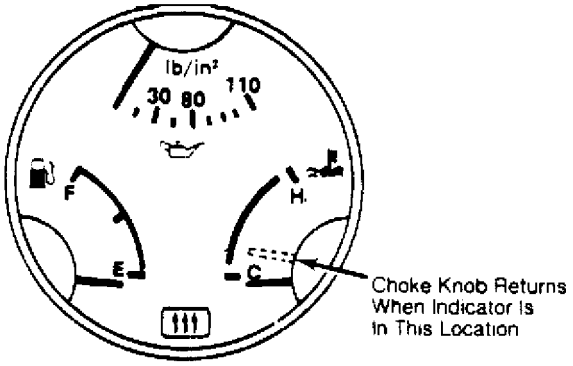

Fig. 2: Engine Temperature Indication for Release of Choke Knob
2) Connect tachometer to engine. Start engine and set engine speed at 2000 RPM with choke knob. With engine running, choke knob should automatically return when engine temperature indicator is in position shown in Fig. 2.